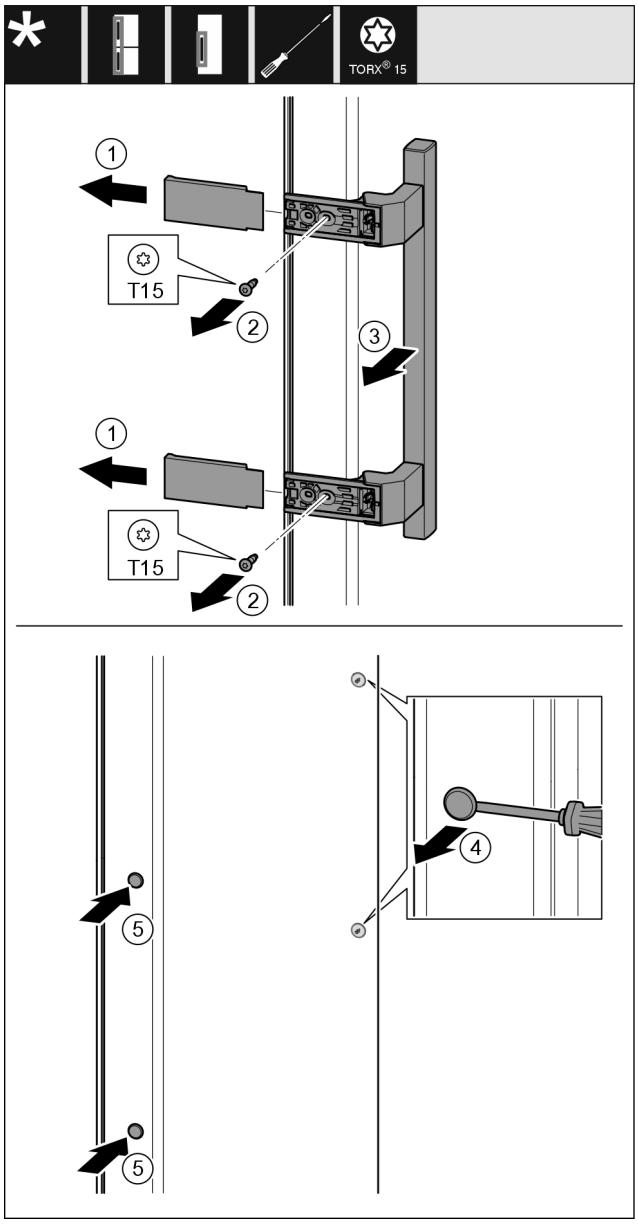

Fig. 21
▶ Noņemiet pārsegu *Fig. 21 (1)*.
▶ Ar skrūvgriezi izskrūvējiet skrūves *Fig. 21 (2)*.
▶ Noņemiet rokturi *Fig. 21 (3)*.
▶ Paceliet uzmanīgi ar plakano skrūvgriezi un izvelciet ārā sānu aizbāzni *Fig. 21 (4)*.
▶ Ievietojiet atpakaļ aizbāzni *Fig. 21 (5)* otrajā pusē.